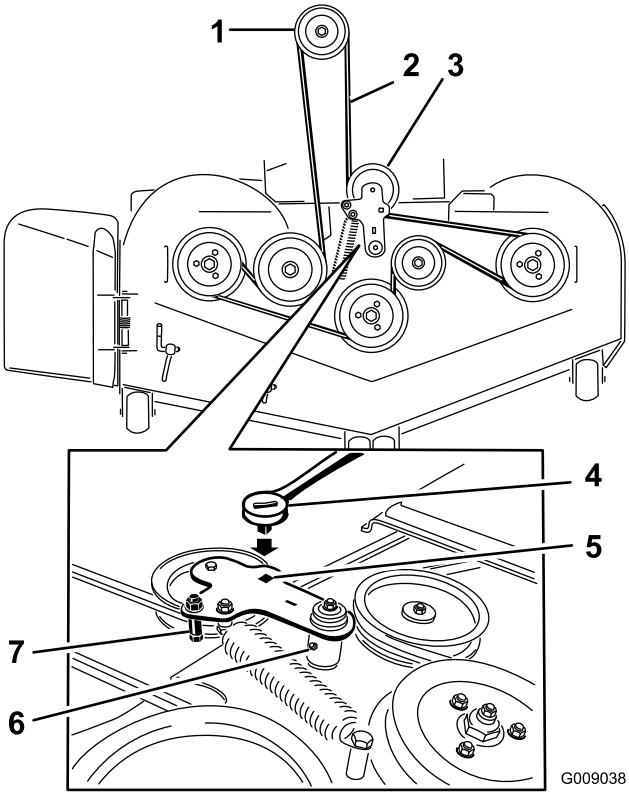

Figuur 74
5. Gebruik een ratelsleutel in de vierkante opening in de arm van de spanpoelie om de druk op de veer te verminderen (Figuur 74).
7. Verwijder de riemgeleider op de arm van de veerbelaste spanpoelie zoals getoond in Figuur 74.
9. Bevestig de nieuwe riem rond de poelies van het maaidek en de koppelingspoelie onder de motor (Figuur 74).
10. Bevestig de riemgeleider op de arm van de spanpoelie zoals getoond in Figuur 74.
11. Gebruik de ratelsleutel in de vierkante opening en plaats de veer van de spanpoelie (Figuur 74).